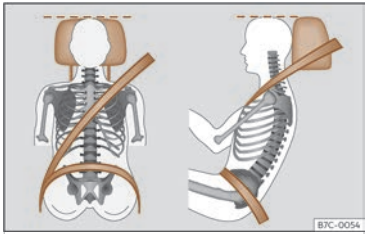

Fig. 17 Sangle bien ajustée et appuie-tête correctement réglé.
- Réglez l'appuie-tête de manière à ce que son bord supérieur soit, dans la mesure du possible, à la même hauteur que la partie supérieure de votre tête, le plus proche possible à la hauteur de vos yeux[1] >>> **page 138**. Gardez la nuque le plus près possible de l'appuie-tête >>> **fig. 17**.
- Réglez le siège dans la longueur de manière à pouvoir actionner à fond les pédales avec les genoux légèrement fléchis et de manière à laisser une distance d'au moins 10 cm (4 pouces) entre les genoux et le tableau de bord >>> **fig. 17**.